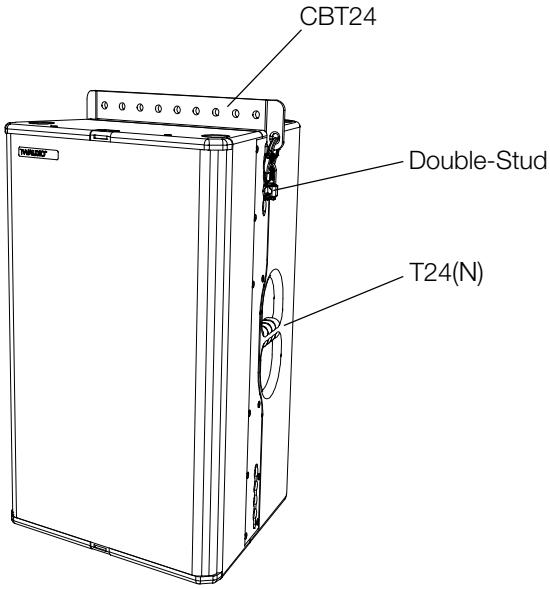

Figure 4.5 - Mounting CBT24 cradle bar for flying to T24(N) loudspeaker
Attach the CBT24 cradle bar for flying to the T24(N) loudspeaker, or to the top T24(N) loudspeaker in an array application, as shown in figure 4.5.